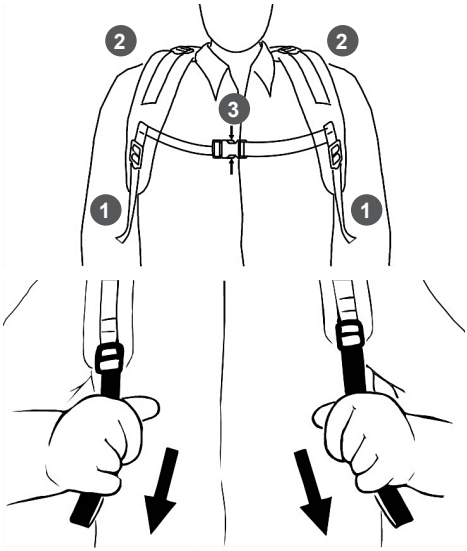

Рис. 8. Подгонка ремня
6. Наденьте воздуходувку и отрегулируйте ремни (Рис. 8).
4. Отрегулировать плечевые ремни устройства по росту и фигуре (Рис. 8). Отрегулируйте ремни 1 и лямки 2 так, чтобы устройство удобно сидело на спине. Отрегулируйте нагрудный ремень в удобное положение. Застегните замок 3 ремня.